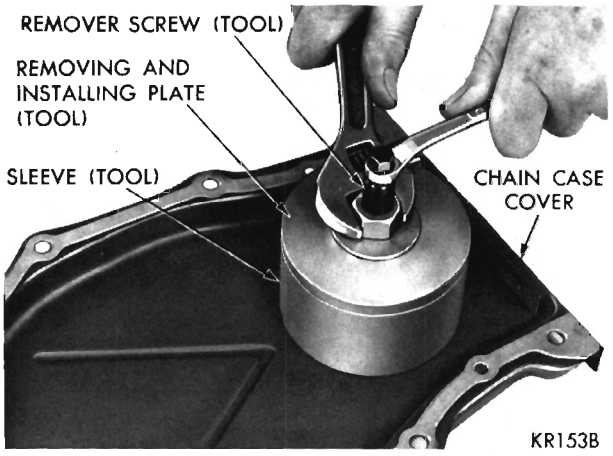
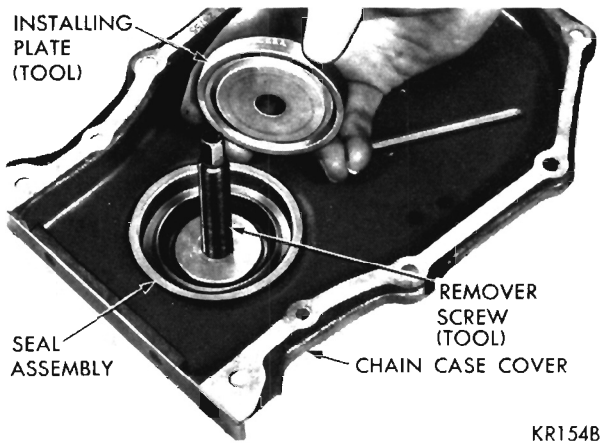

Fig. 28—Removing Oil Seal
Fig. 29—Positioning Installer Plate
(3) Place sleeve over retainer and place removing and installing plate into the sleeve.
(4) Place flat washer and nut on the remover screw. Hold center screw and tighten remover nut to remove the seal (Fig. 28).
(5) Insert remover screw through the removing and installing plate so thin shoulder will be facing up.
(6) Insert remover screw with the plate through seal opening (inside of chain case cover facing up).
(7) Place seal in cover opening, with neoprene down. Place seal installing plate into the new seal, with protective recess toward lip of seal retainer (Fig. 29). **The lip of the neoprene seal must be toward source of oil.**